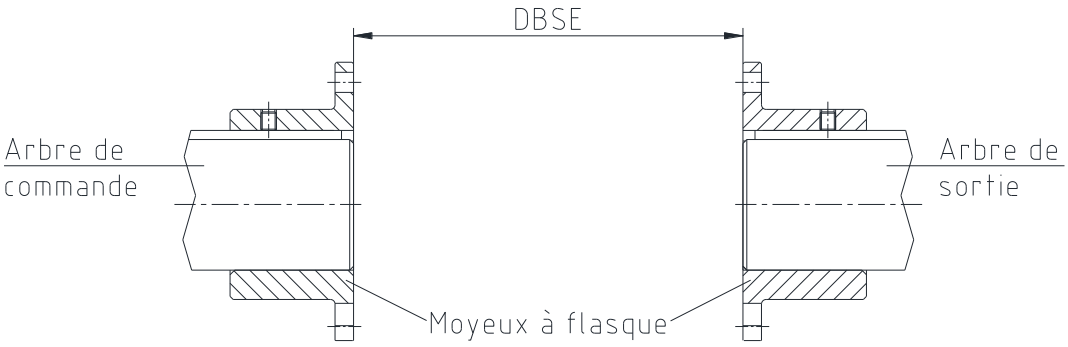

Fig. 4 : Montage des moyeux à flasque
- Monter les moyeux sur les arbres moteurs et récepteurs (voir fig. 4).